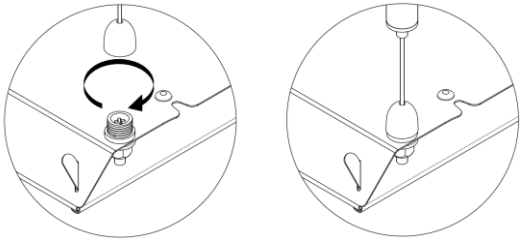

Рисунок 7 — Подвесной монтаж.
3) Установить на светильнике тросовые подвесы, используя 4 отверстия в корпусе светильника (см. рисунок 7). Рекомендуется использовать комплект подвесного монтажа Geniled. Для монтажа светильника серии Офис, ЛПО необходимо 2 комплекта.